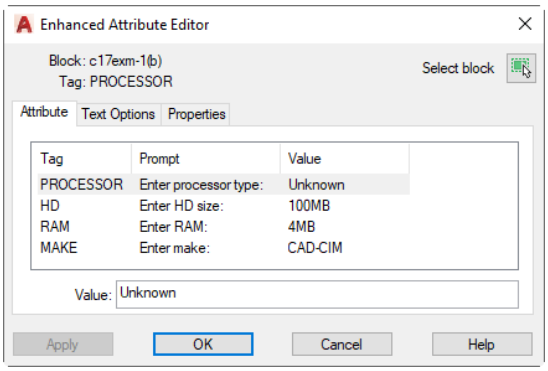

Figure 17-45 *The* ***Attribute*** *tab of the* ***Enhanced Attribute Editor*** *dialog box*
Choose the **Single** tool from the **Edit Attribute** drop-down from the **Block** panel to edit the block attribute values. When you invoke this tool, AutoCAD prompts you to select the block whose values you want to edit. After selecting the block, the **Enhanced Attribute Editor** dialog box is displayed, as shown in Figure 17-45. This dialog box allows you to change the **Attribute**, **Text Options**, and **Properties** of the block attribute. This dialog box can also be invoked by double-clicking on the block or the attribute in the current drawing. The **Enhanced Attribute Editor** dialog box displays all the attributes of the selected block and their properties. You can change the properties of the attribute you want. If an attribute has been defined with the **Constant** mode, it is not displayed in the dialog box because a constant attribute value cannot be edited. The dialog box displays the following tabs.
The options under this tab are used to change the value of the attribute. Also, here the **Mode** of the attribute is not displayed. The other attributes of the block such as **Tag**, **Prompt**, and **Value** are displayed, as shown in Figure 17-45.
2. Choose the **Single** tool from **Insert > Block > Edit Attribute** drop-down; you are prompted to select a block. Select the computer located in Room-1. The **Enhanced Attribute Editor** dialog box showing the attribute prompts and values will be displayed, refer to Figure 17-45.